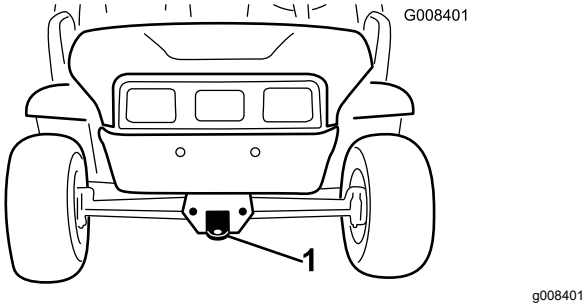
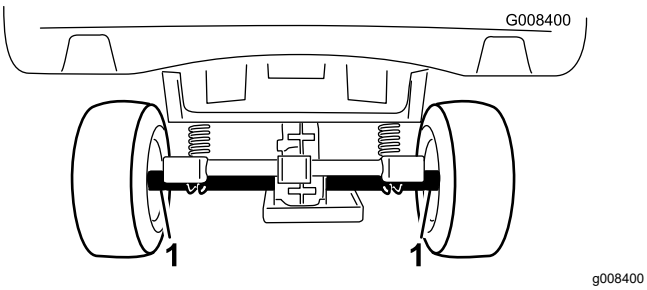

**Figura 18**
**Figura 19**
Utilice un remolque para mover la máquina a gran distancia. Asegúrese de sujetar la máquina al remolque. Consulte en Figura 18 y Figura 19 la ubicación de los puntos de amarre de la máquina.
2. Conecte un cable de remolque al punto de remolque, en la parte delantera del bastidor de la máquina (Figura 18).